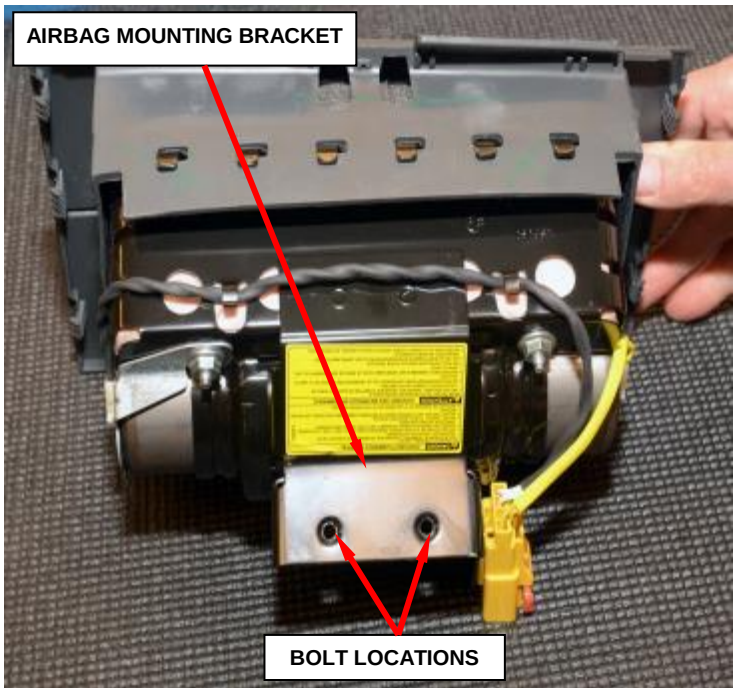
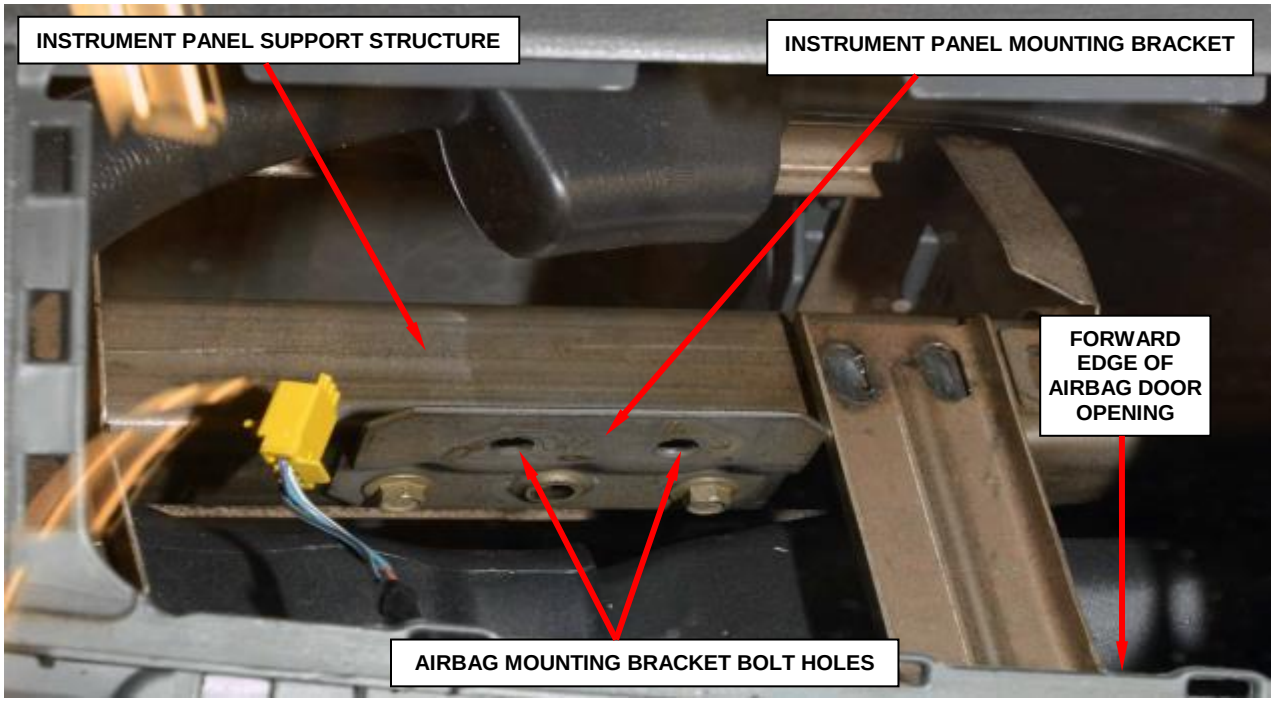

Figure 81 – Passenger Airbag Mounting Bracket
Figure 82 – Instrument Panel Mounting Bracket Viewed through Windshield and Airbag Door Opening
3. Reach up into the instrument panel glove box opening and through the access holes to remove and save the two bolts that secure the passenger airbag bracket to the instrument panel support structure (Figure 81) (Figure 82).
11. Reach into the glove box opening to install and tighten the two bolts that secure the passenger airbag mounting bracket to the instrument panel support structure through the access holes. Tighten the screws to 55 in. lbs. (6 N·m) (Figure 81) (Figure 82).